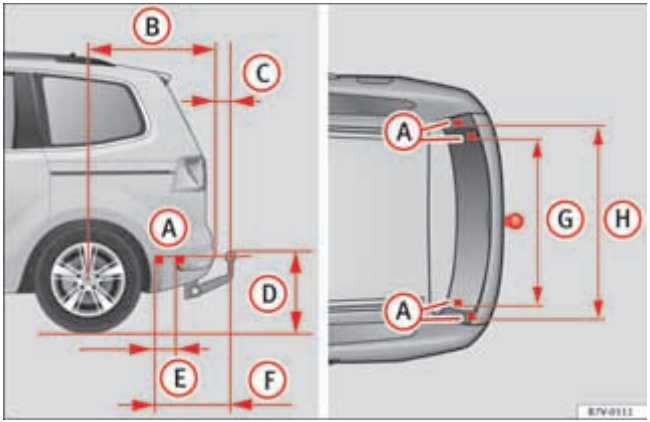

Fig. 164 Measurements and attachments to retrofit a tow hitch.
In any case, the separation distances must be observed when fitting a tow hitch. The distance between the centre of the tow hitch ball and the road surface ⇒ fig. 164 (D) must never be lower than that indicated. This also applies when the vehicle is fully laden, including maximum drawbar load.
Separation distances ⇒ fig. 164: